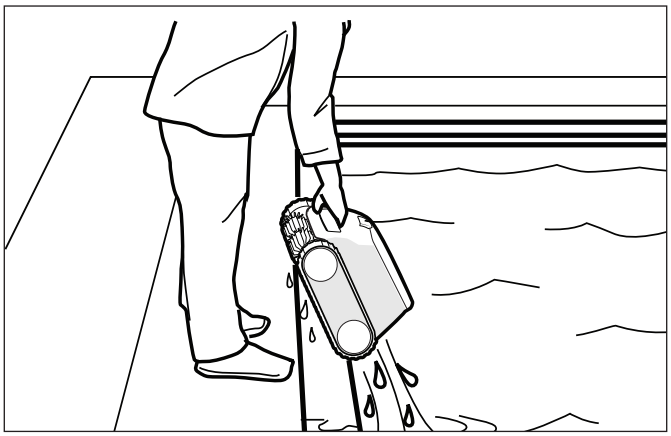

Figure 8. Garder le nettoyeur vertical pour drainer l'eau
2. Tenez le robot à la verticale pour l'égoutter (Figure 8).